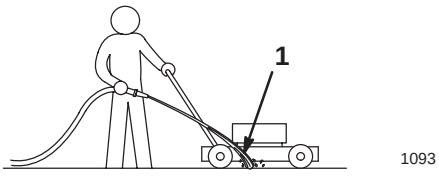

Bild 14
4. Halten Sie den Wasserschlauch auf Griffhöhe und lenken den Wasserstrahl unmittelbar vor dem **rechten hinteren** Rad (Bild 14) auf den Boden.